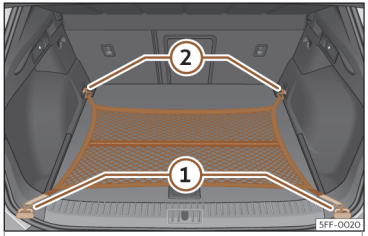

Fig. 118 En el maletero: bolsa de red enganchada a ras del suelo.
- Fije los ganchos de la red en las argollas de amarre ① y ②››› **fig. 118** ››› ⚠. La cremallera de la bolsa tiene que quedar hacia arriba.